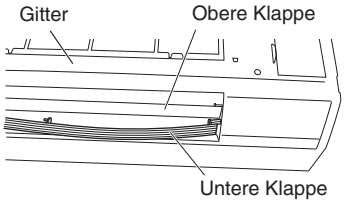

Abb. 3-14
(5) Die untere Klappe durch aufeinanderfolgendes Lösen der vier Stifte der unteren Klappe entfernen. (Abb. 3-14 und 3-15)